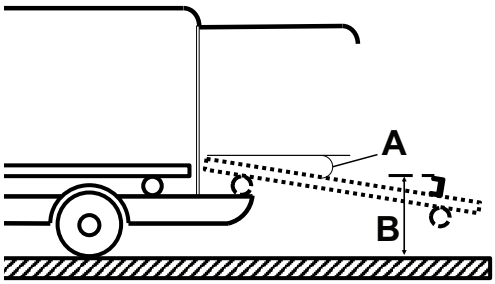

Abbildung 14 – Spezifikationen für Fangplatte und Einschub
- Winkel (A) des Einschubs beträgt nicht mehr als 16° (Abbildung 14)
- Die Höhe (B) von der Oberseite der Fangplatte bis zum Boden liegt zwischen 28,0 Zoll (71,1 cm) und 29,4 Zoll (74,7 cm) (Abbildung 14)